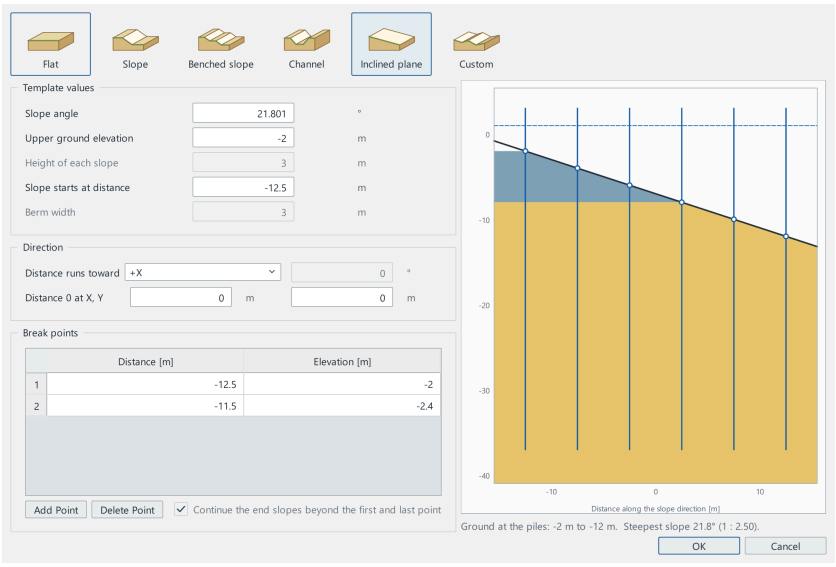

Figure 16.91 — Example 20 — Sloping Ground: the inclined plane under the six rows
2. **Define ▸ Soil ▸ Soil Profile…**: the layers by their elevations, soft clay −2 to −8 m, medium sand below, water at +1 m; **Sloping…** (Section 9.6.1): template **Inclined plane**, slope angle 21.8°, upper ground elevation −2 m, starting at row 1 (Figure 16.91). Every pile takes the seabed where its axis meets it; the soil above the seabed of a pile is not counted, and the layers below keep their elevations.